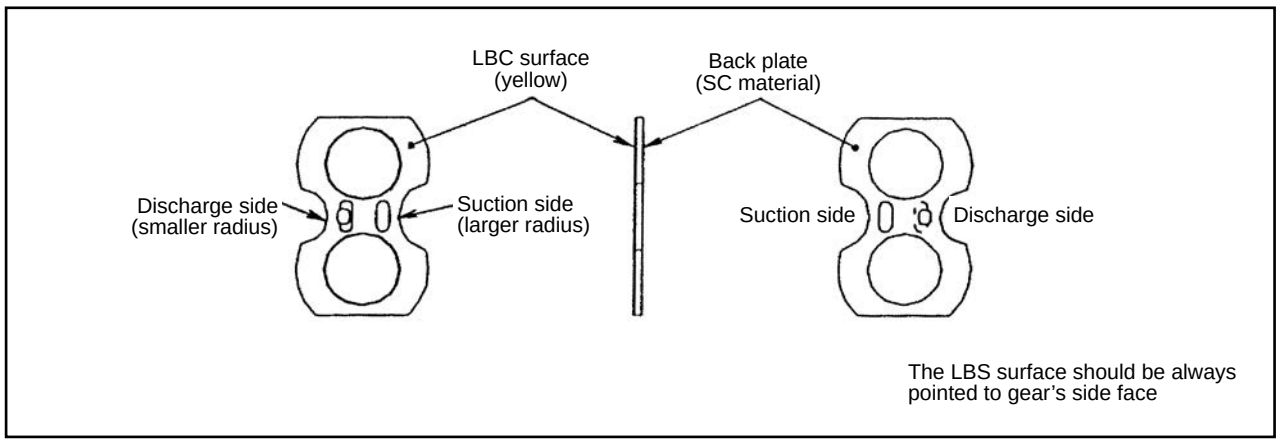

Fig. 7.36
⑤ Install the front side plate on the front cover, referring to Figure 7.36.
⑧ Install the rear side plate in the pump body, as shown in Figure 7.36.